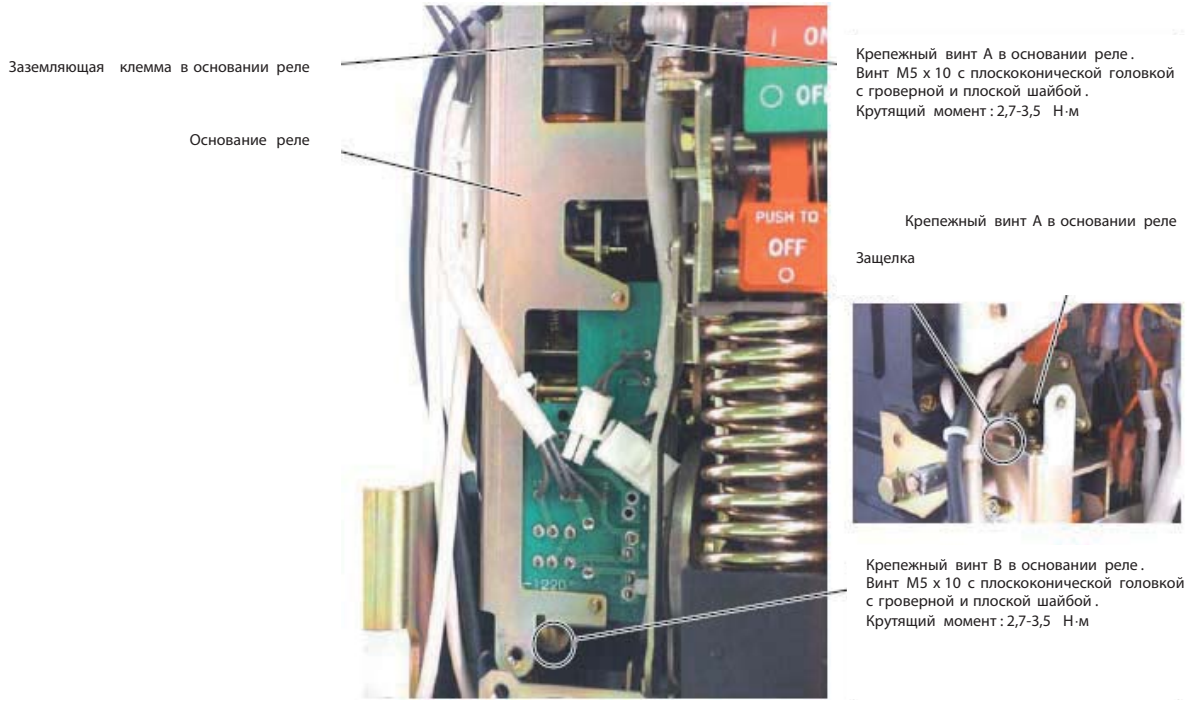

Рис. 78. Основание реле и связанные с ним части
8) Отвинтите крепежные винты А и В в основании реле, поднимите основание реле, чтобы защелка освободилась от других частей и положите его на верх отключающего механизма. См. рис. 78.